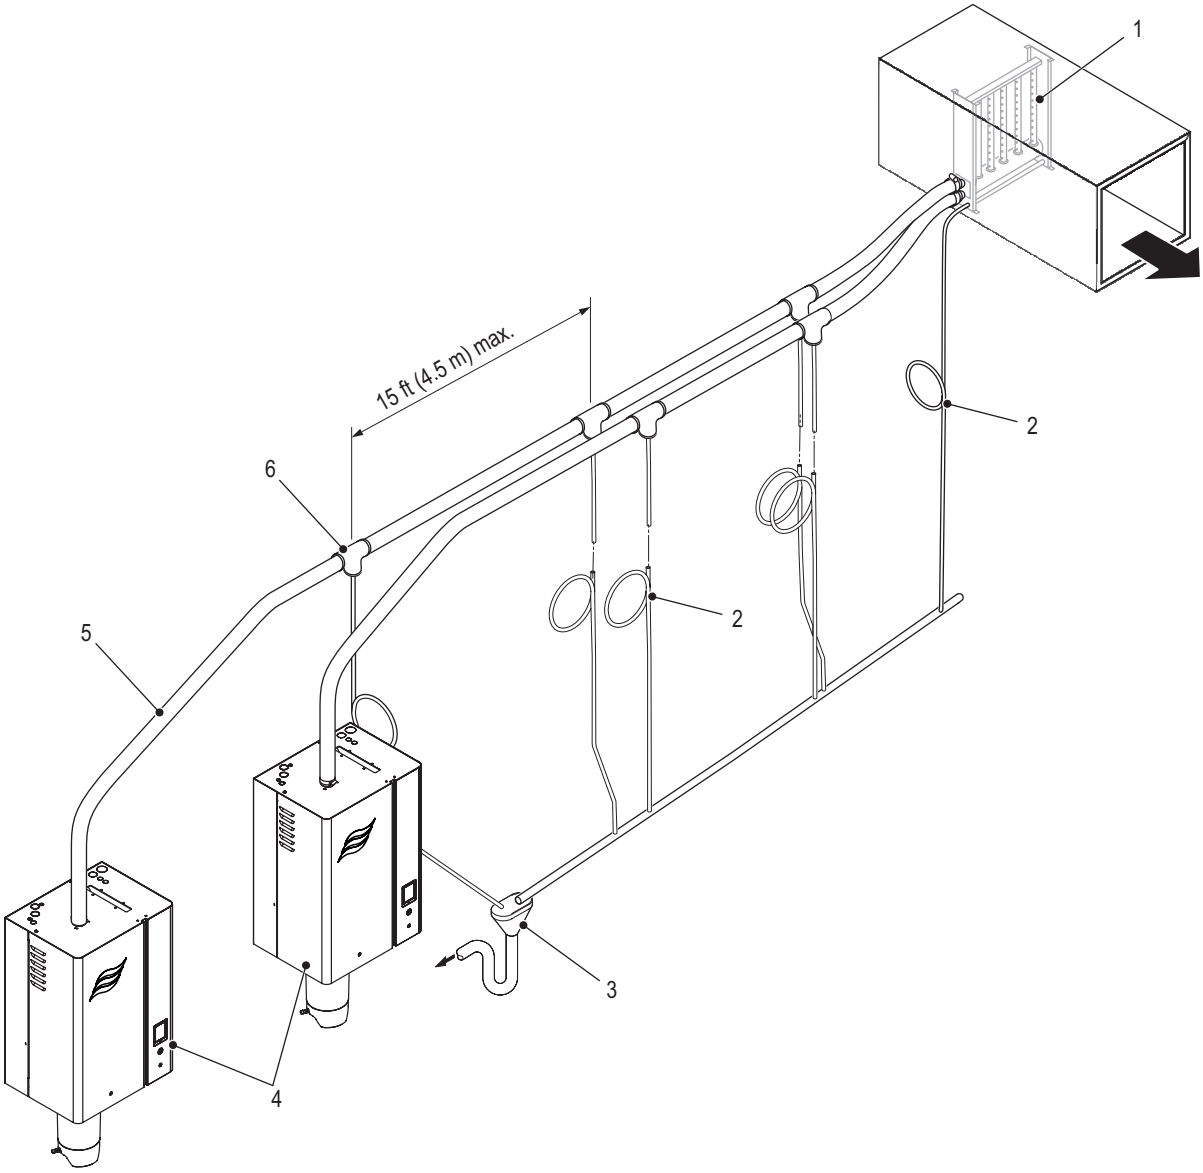

Figure 20: Combining Multiple Steam Lines
- ☐ Condensate lines and traps must be installed at regular intervals on long steam runs, and the maximum distance between condensate lines is 15 ft (4.5 m). Refer to *Figure 20 on page 37*.
- ☐ Multiple steam lines (from a Nortec RS 90L/130/180 with dual steam cylinders, or multiple humidifiers) must not merge except at the steam distributor, and ONLY if the steam cylinders operate in parallel mode – refer to *Figure 20*. If necessary, a specifically designed optional Condair adaptor must be used to connect the steam lines to the steam distributor.